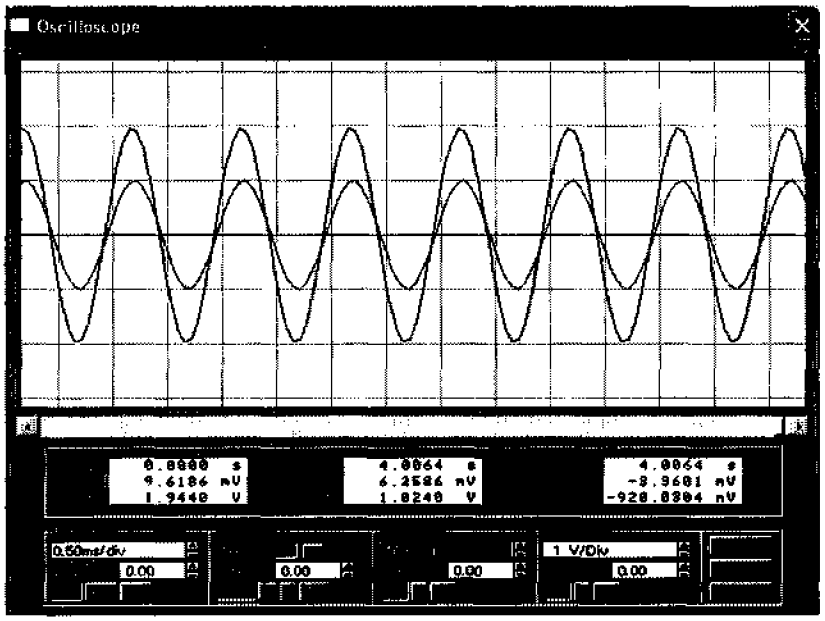

Рис. 24. Измерение амплитуды входного и выходного
4. Измерьте амплитуды входного и выходного сигналов на осциллографе. Определите коэффициент усиления (рис. 24).